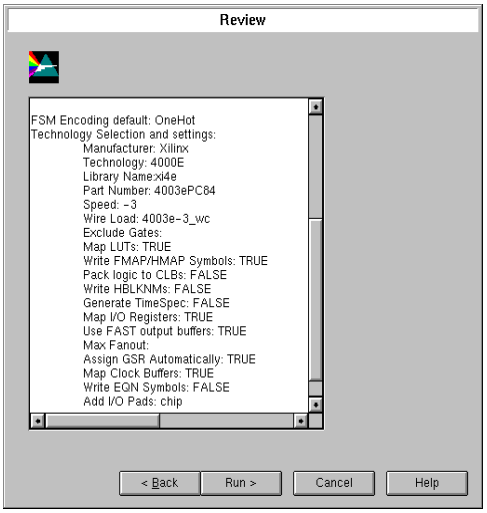

Figure 1-9 Spectrum Level 2 Review window
12. The Review window will come up showing all the options you have set and should look something like the following figure 1-9